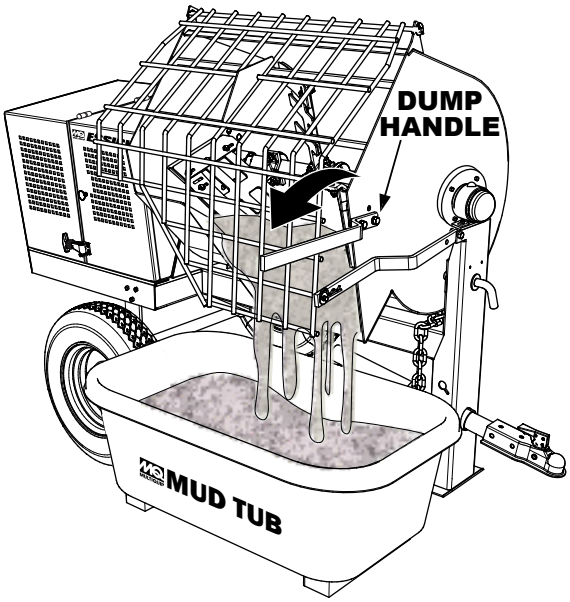

Figure 28. Dump Handle
1. Pull down on the dump handle (Figure 28) to place the drum in the **dump** position.
2. Pull upward on the dump handle (Figure 28) to place the drum in the **upright** position.